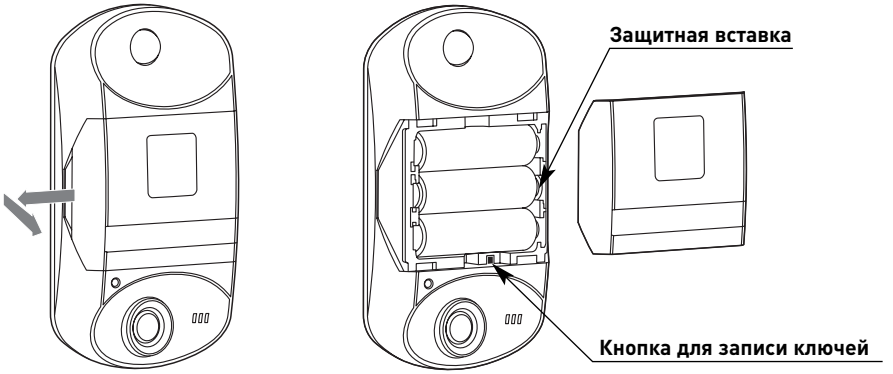

Рис. 6.
1. Откройте крышку отсека элементов питания. Для этого слегка отожмите от корпуса боковые поверхности крышки и потяните ее на себя (см. рис. 6).